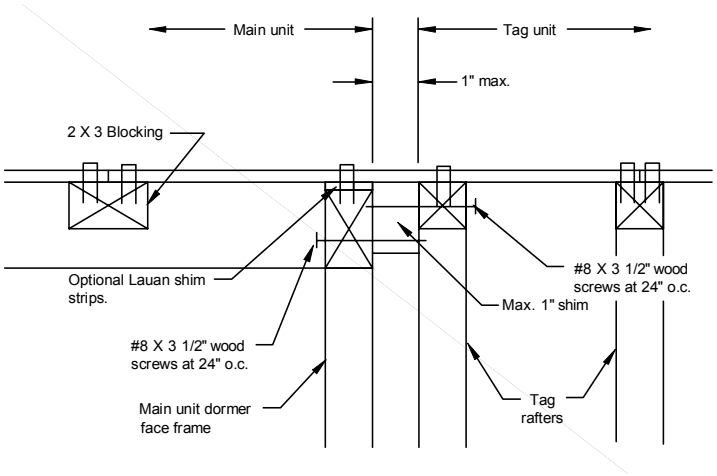

Figure 44. *Tag Unit Roof Connections*
6. **Connect roofs.** For flush roof conditions, connect the tag unit rafter top chord to the main unit dormer face frame using #8 x 3-1/2" screws at 24" o.c. as shown in **Figure 44**. Roof connections with an offset do not require screws.